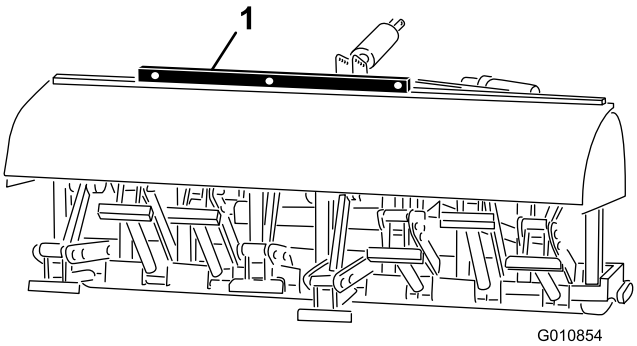

Figuur 25
2. Plaats een waterpas bovenop het frame van de beluchter om te controleren of deze waterpas staat (Figuur 25).